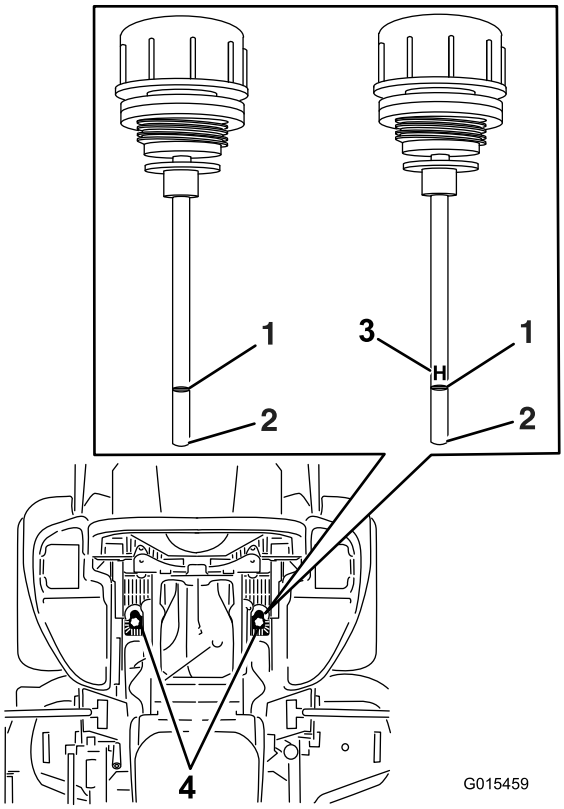

Figur 82
6. Rengör området runt oljestickorna i hydraulsystemets tankar (Figur 82).
7. Ta bort en oljesticka från hydraultanken (Figur 82).
9. Ta ut oljestickan och titta på änden (Figur 82). Om oljenivån är vid markeringen häller du sakta tillräckligt mycket olja i hydraultanken för att öka nivån till full nivå eller **H**-linjen.